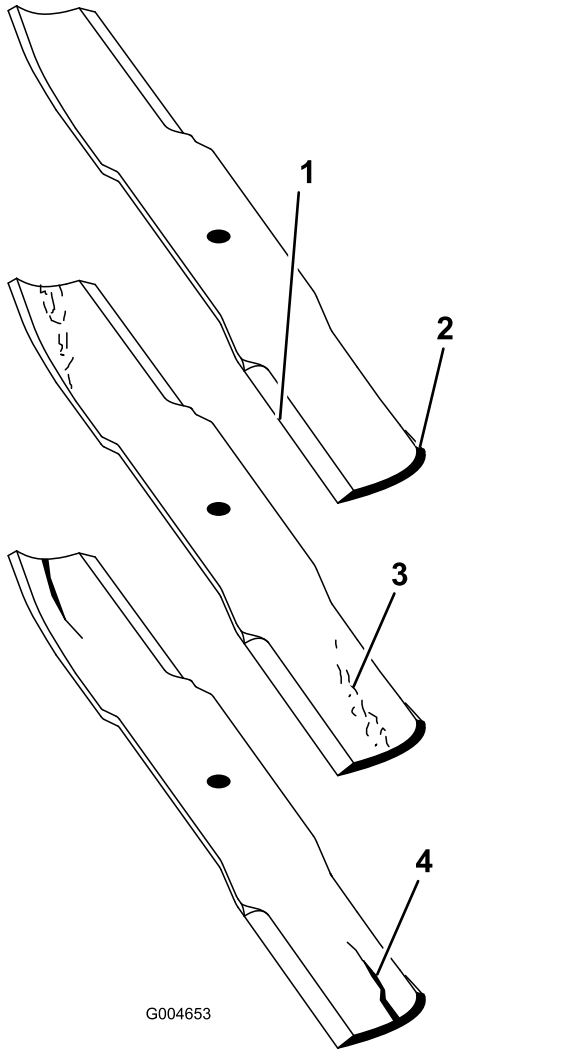

Figur 25
2. Undersök knivseggarna noggrant, i synnerhet där knivens flata och böjda del möts (Figur 25).
Obs: Kontrollera kniven innan du använder gräsklipparen, eftersom sand och slipande material kan slita bort metallen mellan knivens flata och böjda delar. Byt ut kniven om den är sliten (Figur 25).